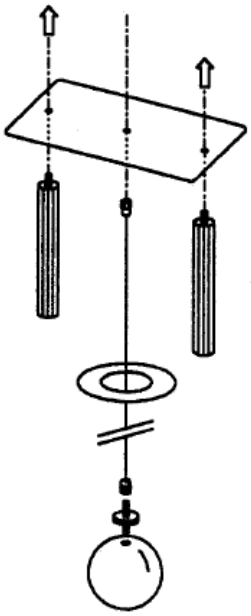

Fig. 10
- Die Befestigungsschrauben für Faden und Ringplatte sollten auf festen Sitz überprüft werden, da die Messungen ungenau werden, wenn die Fadenbefestigung Spiel hat (Fig. 10).